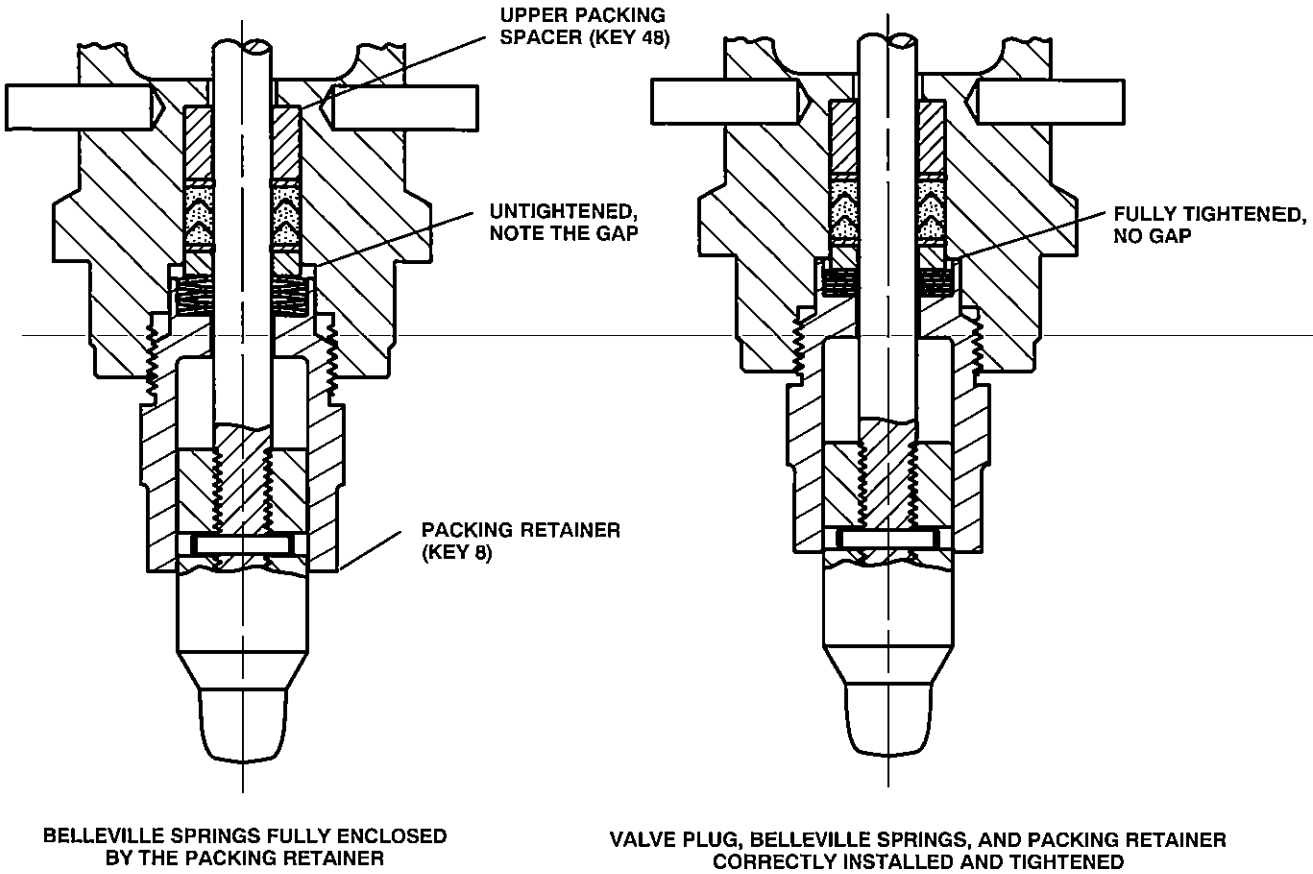

Figure 2. Fisher® D4 Packing Installation
Refer to figures 2, 3, 4, and 5.
1. Ensure the upper packing spacer (key 48) is installed, as shown in figure 2.
2. Using a non-marring installation tool, such as a 12-inch length of 1/2 inch PVC pipe, push the first anti-extrusion washer (key 12) fully into the packing box by hand. Then, use the packing spacer (key 14) to fully seat the anti-extrusion washer by firmly tapping the packing spacer against the anti-extrusion washer with a hammer and the PVC pipe.
6. Install the male packing adaptor, lower anti-extrusion washer (key 10), and lower packing spacer over the valve stem as shown in figure 2.
8. Install the five belleville springs (key 11) over the valve stem. The belleville springs should be single-stacked with the inside diameter of the inner spring contacting the packing spacer (key 14), and the outside diameter of the outer spring contacting the packing retainer (key 10).
9. Lubricate the threads of the packing retainer with anti-seize and install into the bonnet using a 1-5/8 inch wrench. Make sure the Belleville springs are completely enclosed by the packing retainer as shown in figure 2.
10. Torque the packing retainer to 136 N•m (100 lbf•ft). The packing retainer has been installed correctly when a metal-to-metal contact has been made between the packing retainer end and the bonnet (key 5). The packing retainer threads should be completely enclosed by the bonnet.